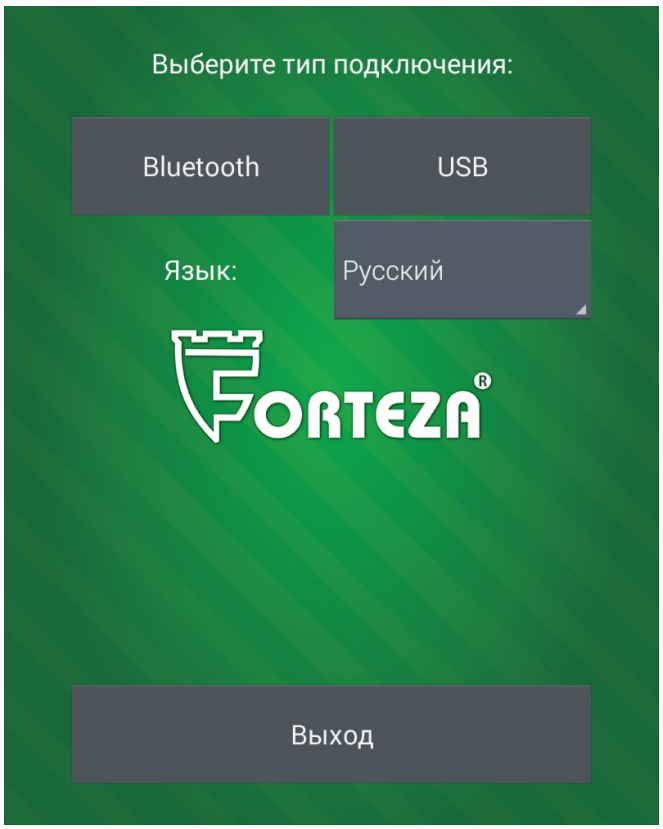
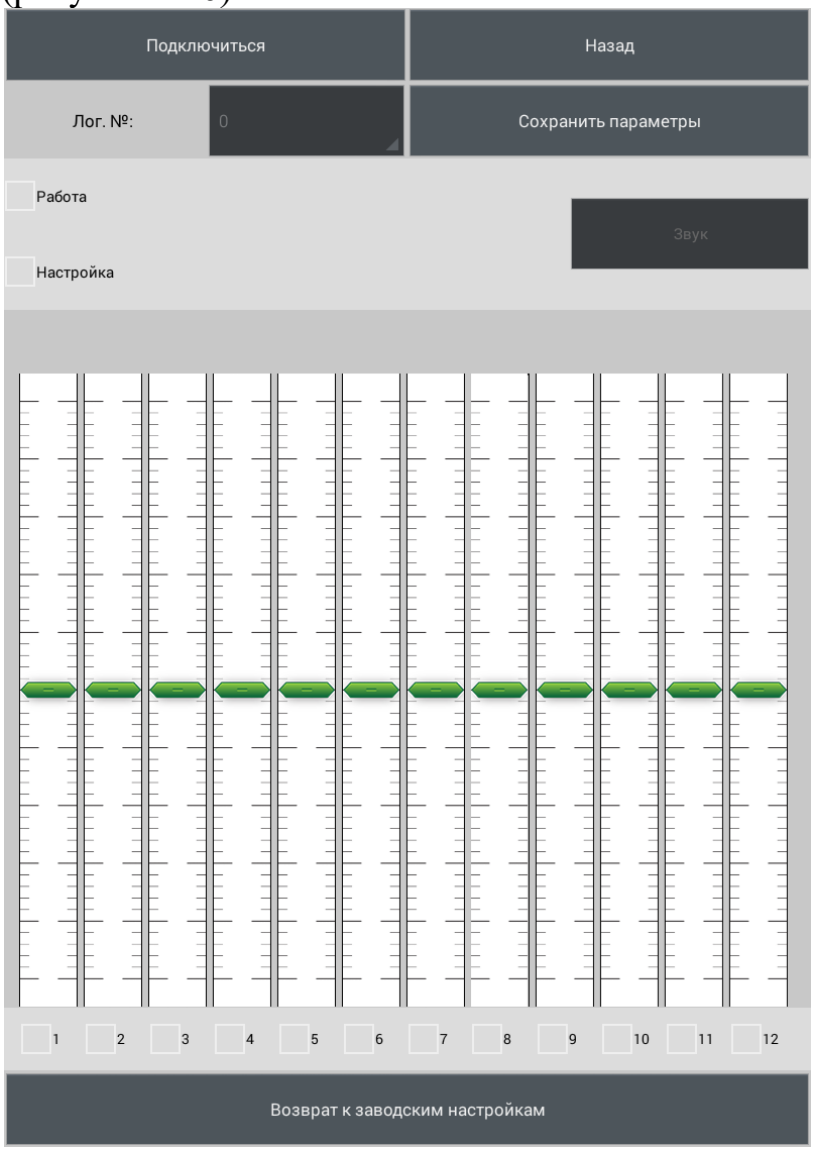
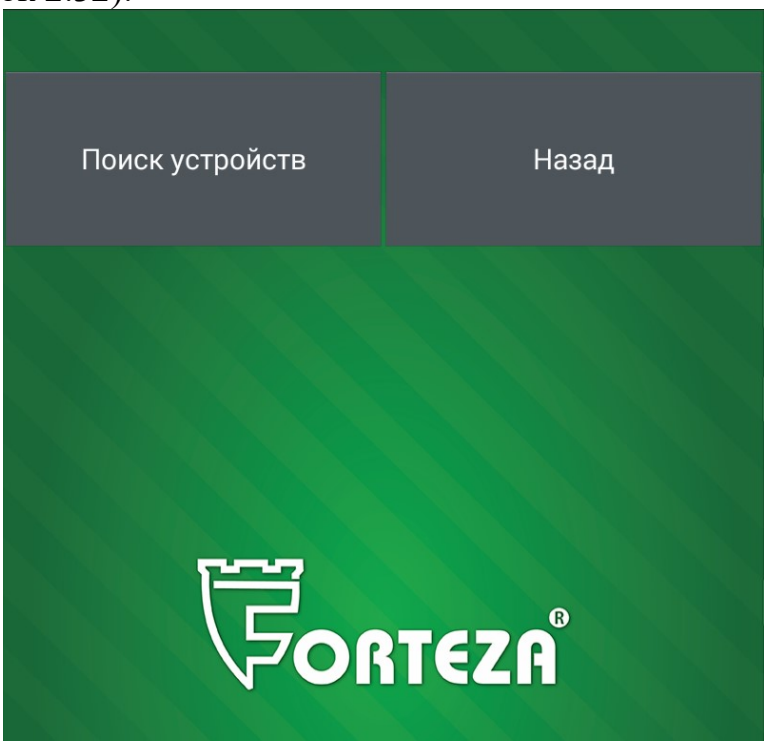

Рисунок 2.24
Рисунок 2.26
Рисунок 2.32
2.3.7.4.1.2 Запустить на Android устройстве программу «FM UNI» (рисунок 2.24).
2.3.7.4.5 Выбрать тип подключения «USB» (рисунок 2.24). Откроется окно программы (рисунок 2.26).
2.3.7.5.3 Выбрать тип подключения «Bluetooth» (рисунок 2.24). Bluetooth на Android устройстве автоматически включится и откроется окно программы (рисунок 2.32).